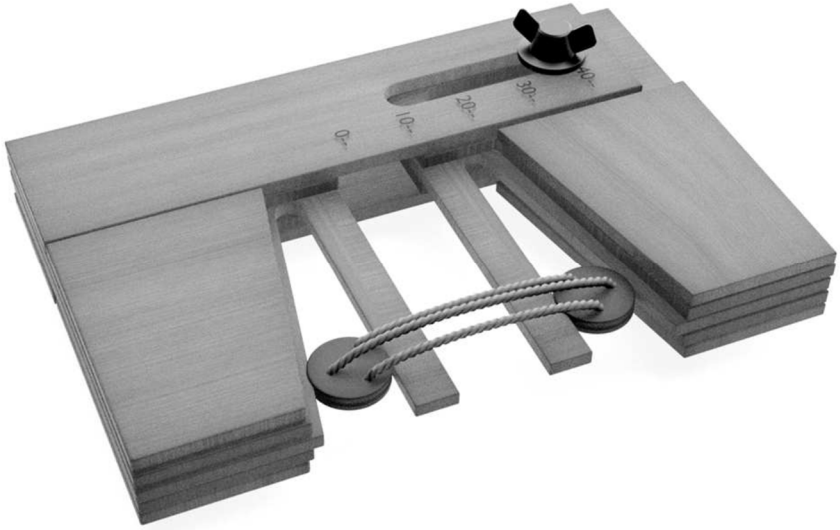

Abbildung 2
3. Richten Sie die Ösen wie in Abb. 2 gezeigt aus. Schlagen Sie das Verbindungsmittel mit einem geeigneten Takelgarn ein und befestigen Sie es mit einem Tropfen Kleber.